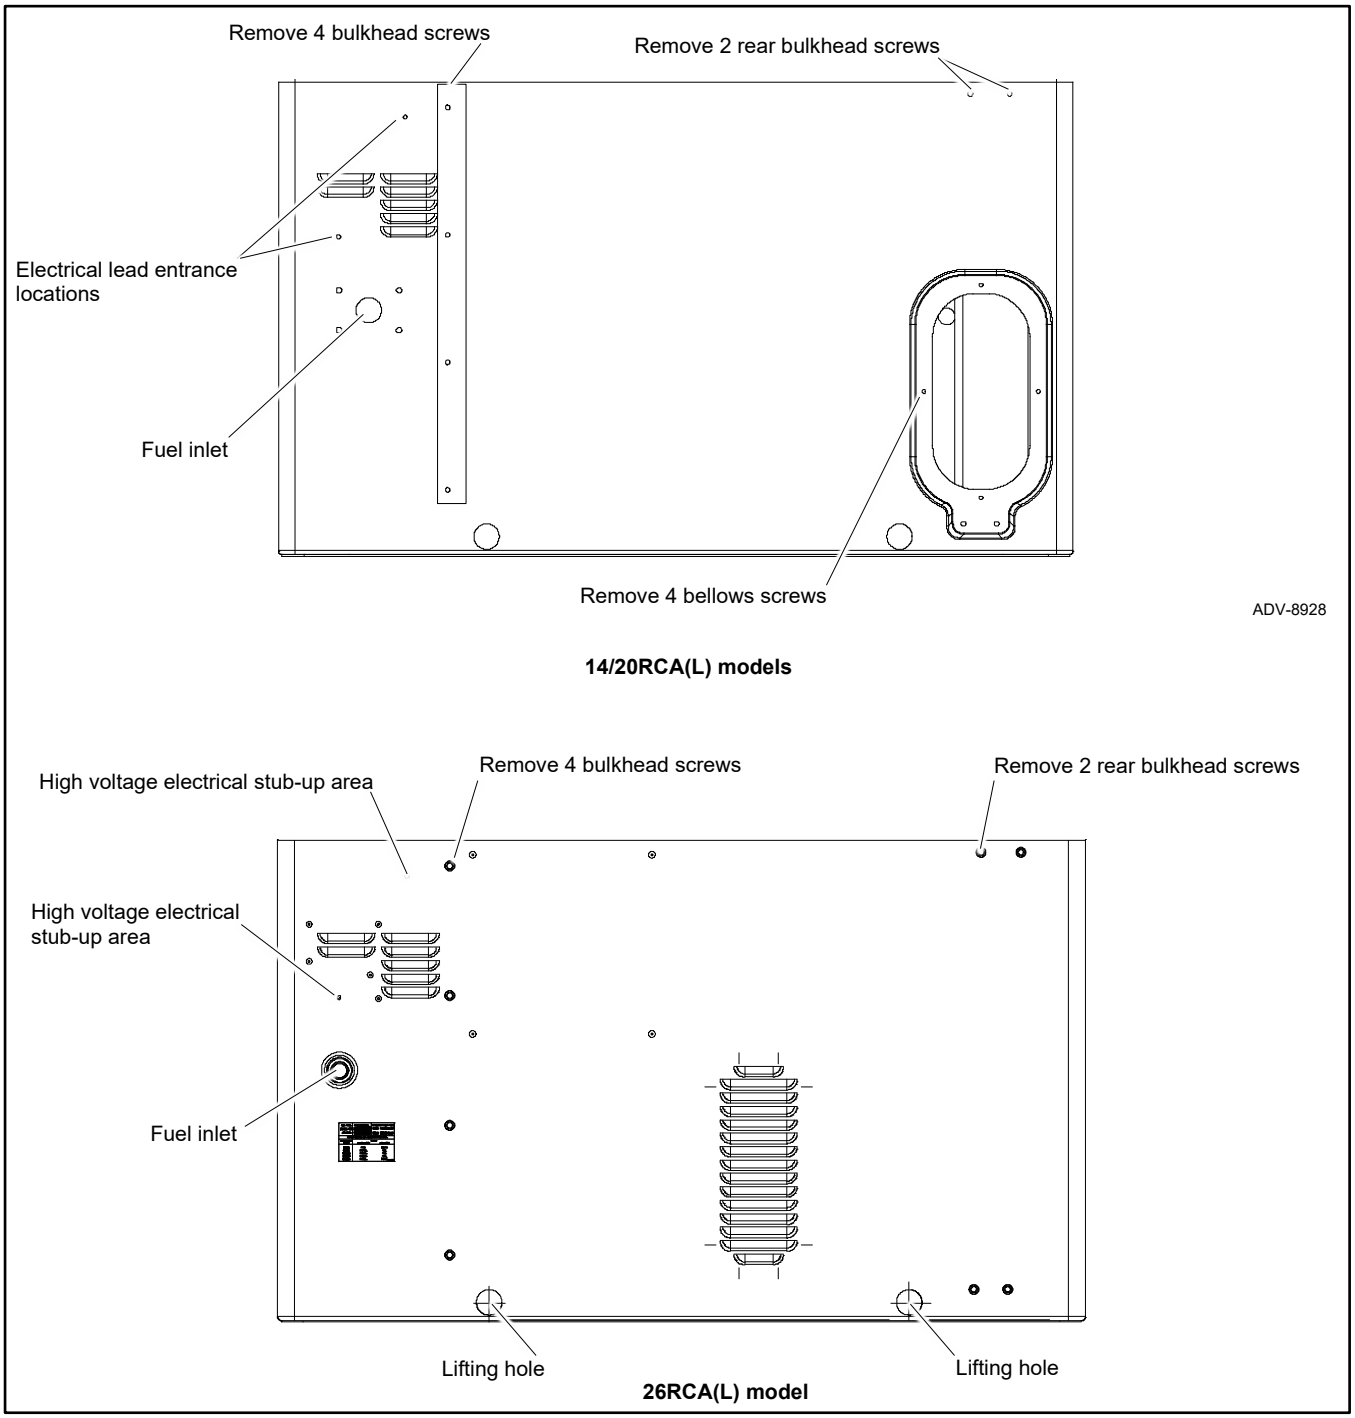

Figure 112 Left Side Panel
14. On the outside of the enclosure, remove four screws that secure the left side panel to the bulkhead. See Figure 112.